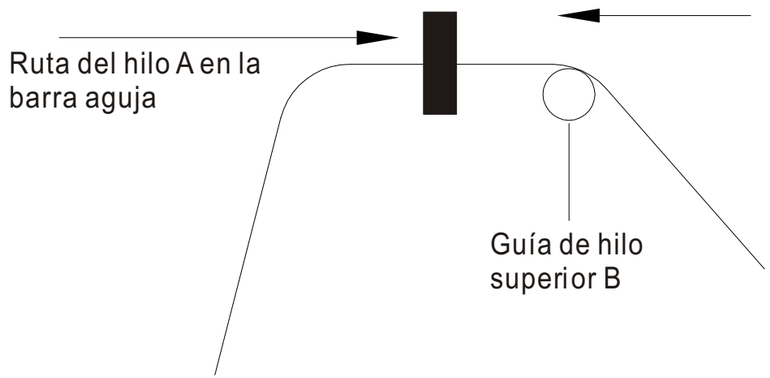

Fig. 26
1. Cuando la aguja este en el punto muerto inferior, el centro del agujero de la ruta para hilo A en la barra aguja debe ser paralelo al diámetro externo de la guía de hilo superior B. (Fig. 26)